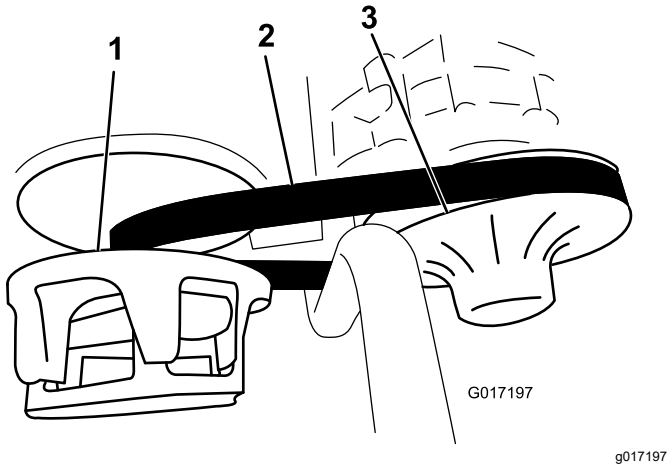

Figur 58
3. Drej og efterse remmen for udtalt slid eller skader (Figur 58).
3. Drej remmen, og før den over den sekundære kobling (Figur 58).
4. Fjern remmen fra den primære kobling (Figur 58).
5. Placer den nye rem over den primære kobling (Figur 58).
6. Drej remmen, og før den over den sekundære kobling (Figur 58).